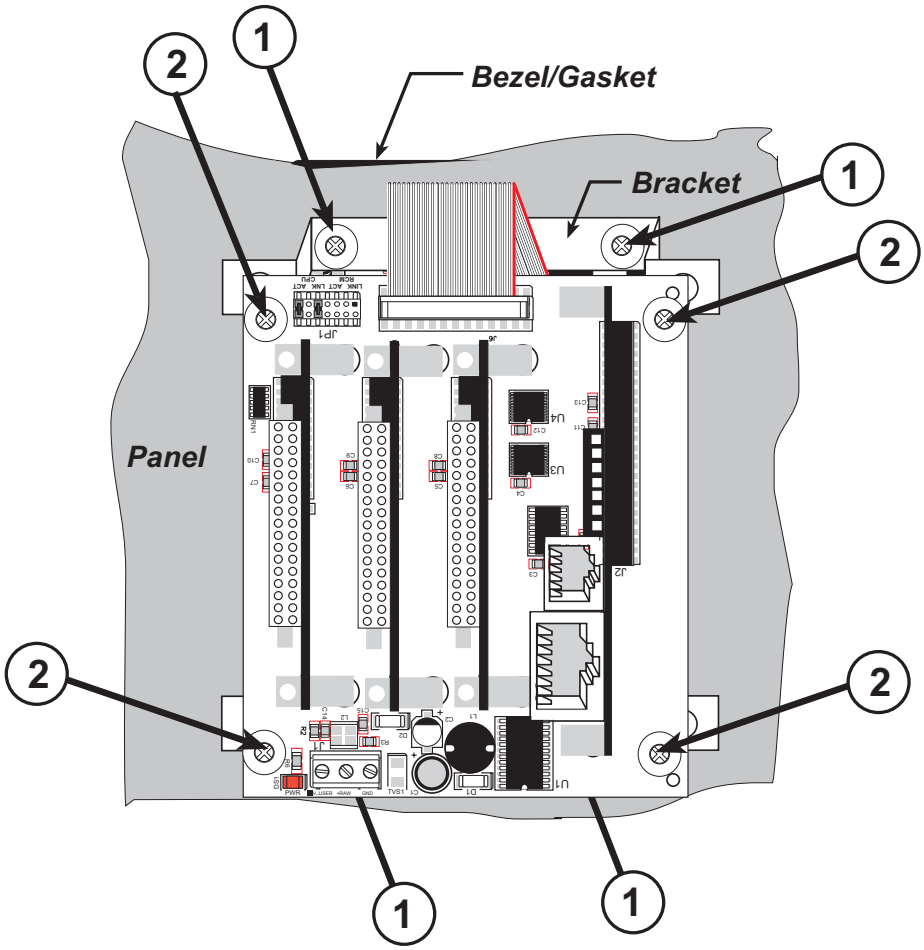

***Figure B-10. Install Smart Star Backplane Behind LCD/Keypad Module***
2. Use brackets to secure the LCD/keypad module to the panel using the four 4-40 screws and washers included with the LCD/keypad module. The four screw positions are indicated with the number 1 in Figure B-10. If your panel is thick, use a 4-40 screw that is approximately 3/16" (5 mm) longer than the thickness of the panel.
3. Use a ribbon cable to connect header J6 on the backplane to header J1 on the LCD/keypad module. Note the pin 1 positions reflected by the red-colored line in the ribbon cable shown in Figure B-10.
4. Secure the Smart Star backplane using four 4-40 × ½" or 6-32 × ½" screws at the screw positions indicated with the number 2 in Figure B-10.